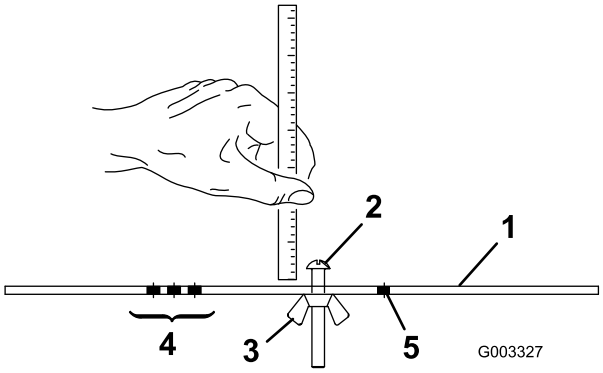

Figur 15
2. Løsn møtrikken på målestangen (Figur 15), og indstil justeringsskruen til den ønskede klippehøjde. Afstanden mellem bunden af skruehovedet og stangens flade udgør klippehøjden.